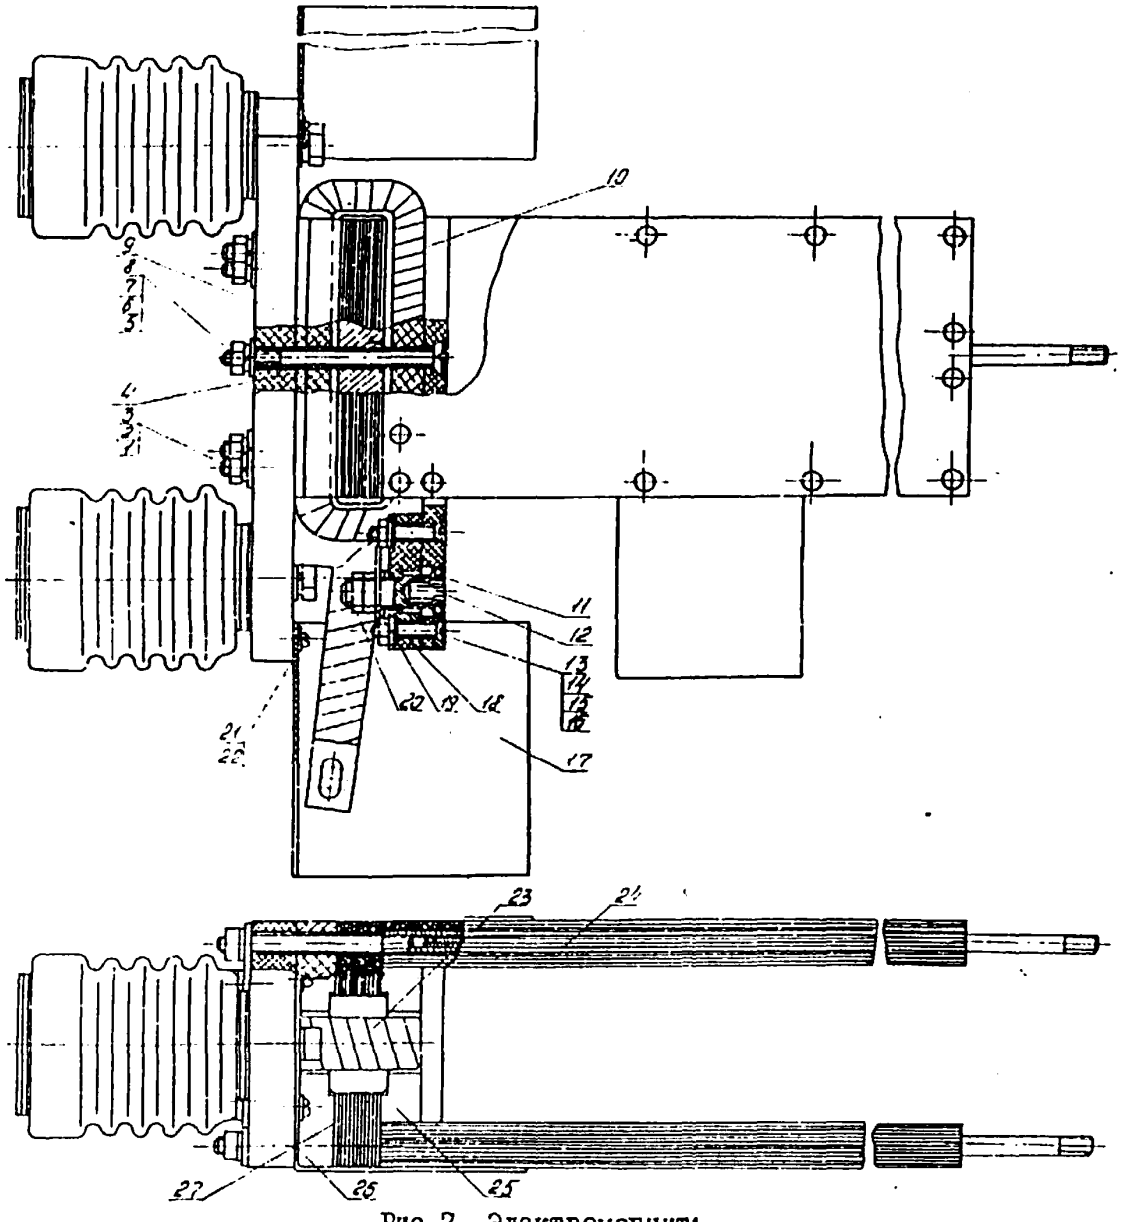

Рис.7. Электромагнит:
06.I. Вывинтить винты 2I (рис.7) и снять козырек I7.